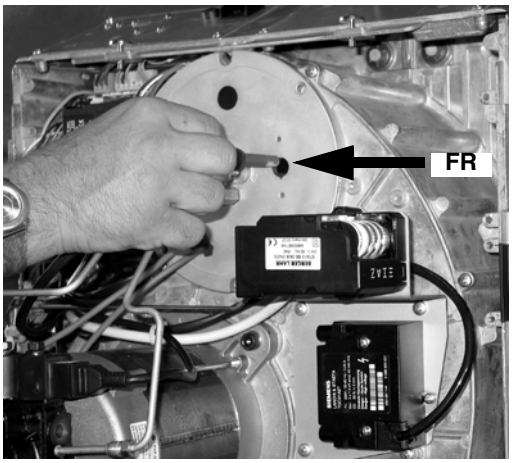

Рис. 25
- Вынуть фоторезистор FR с его ложа (Рис. 25).